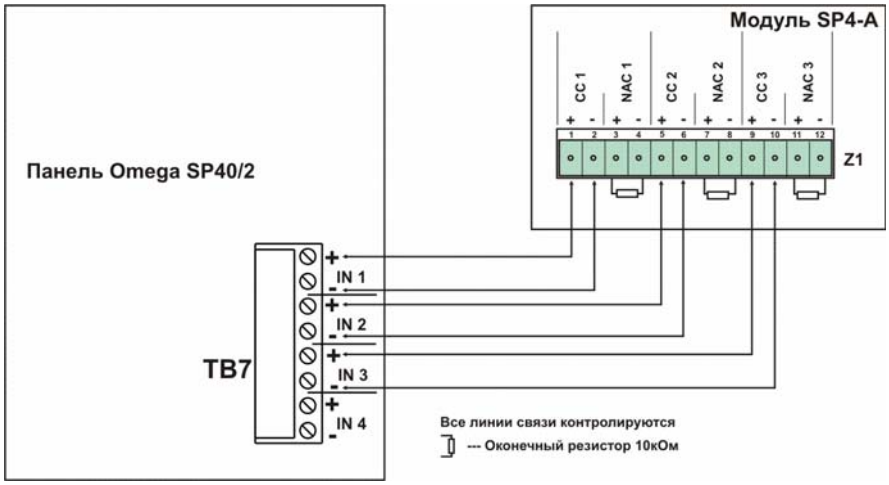

Рис. 11
4. Подключите линии связи к панелям оповещения и установите оконечные резисторы 10 кОм +/-5% согласно рисункам 3-6 и рис. 11.